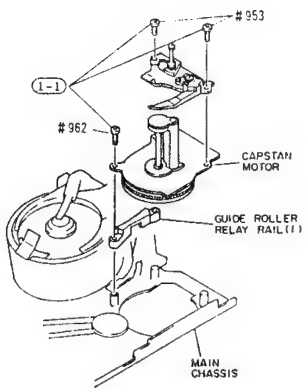

Fig. 2-64
1) Remove three (3) screws holding the capstan motor. (See Fig. 2-64)
(2) Guide Roller Relay Rail (1)
3) Pull out guide roller relay rail (1) from the main chassis. (See Fig. 2-64)